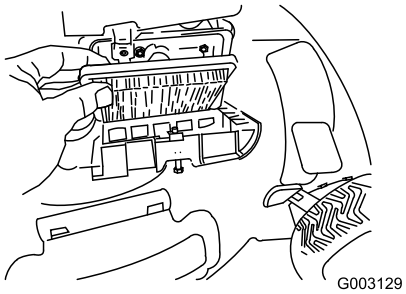

Figura 34
4. Montate il coperchio (Figura 34).